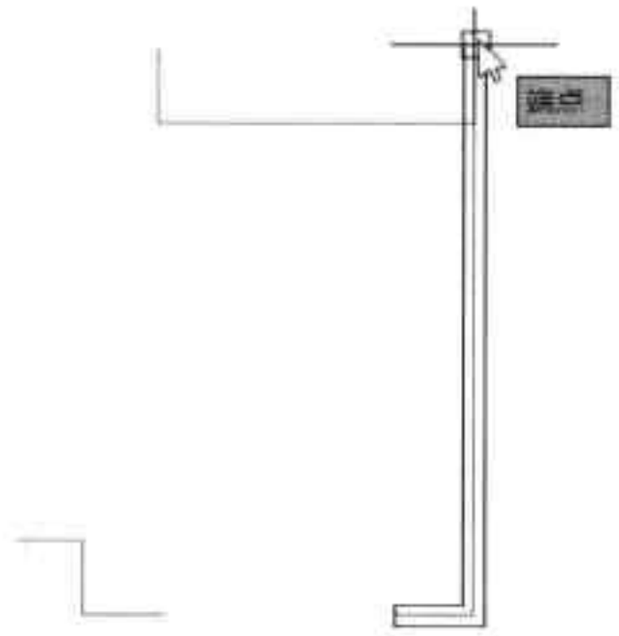

图5-73 绘制一侧墙线
Step06 在命令行中输入“ML”并按回车键，将多线比例设为 260，对正类型设为“无”，在绘图区中捕捉一段轴线起点和端点，绘制墙线，如图 5-73 所示。